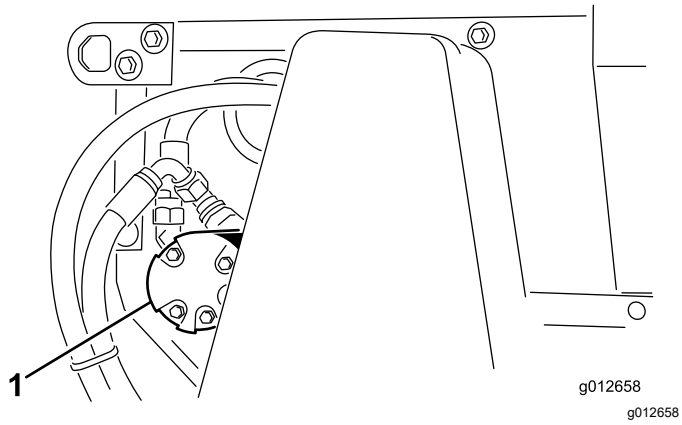

Figur 41
2. Lossa muttrarna som fäster borstmotorn (Figur 41) på maskinens vänstra sida.